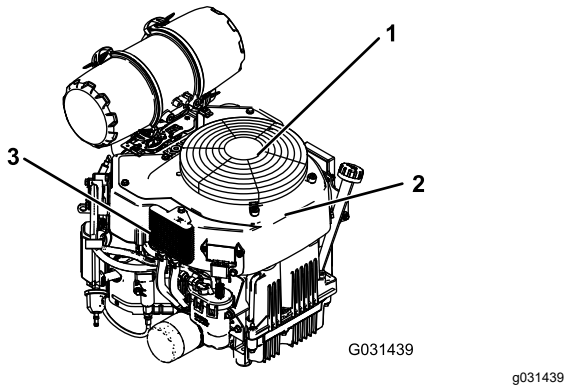

Figure 68
3. Enlevez la grille d'entrée d'air et le carter du ventilateur (Figure 68).
5. Reposez la grille d'entrée d'air et le carter du ventilateur (Figure 68).